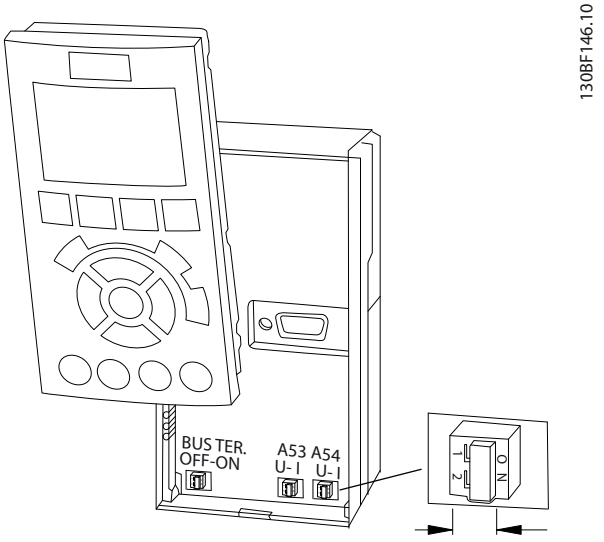

Рисунок 5.40 Расположение переключателей клемм 53 и 54
- Для выбора оконечного сопротивления шины предусмотрен переключатель на плате управления (BUS TER.). См. *Рисунок 5.40*.
1. Снимите LCP. См. *Рисунок 5.40*.